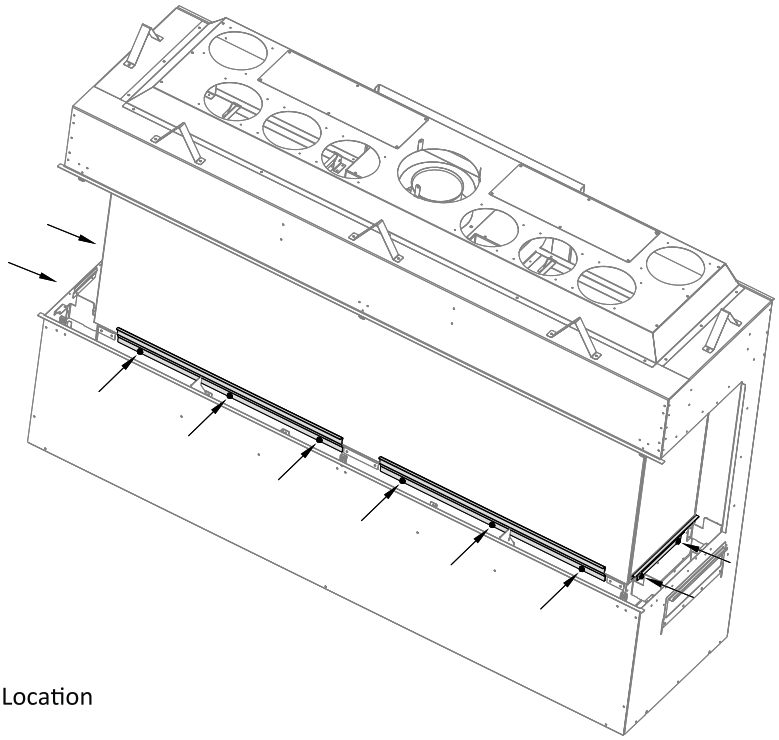

Figure 4.5 - Glass Bracket Location
3. Remove the 7/16" nuts that secure the upper glass bracket and remove this bracket for the front glass as shown in Figure 4.5. Save this bracket to reinstall the glass.
4. Loosen the 7/16" nuts that secure the lower glass brackets as shown in Figure 4.5. You do not need to remove these brackets.
4. Secure the remaining side firebox glass bracket with the 7/16” nuts. Tighten all the 7/16” nuts that secure the upper and lower glass brackets as shown in Figure 4.5.